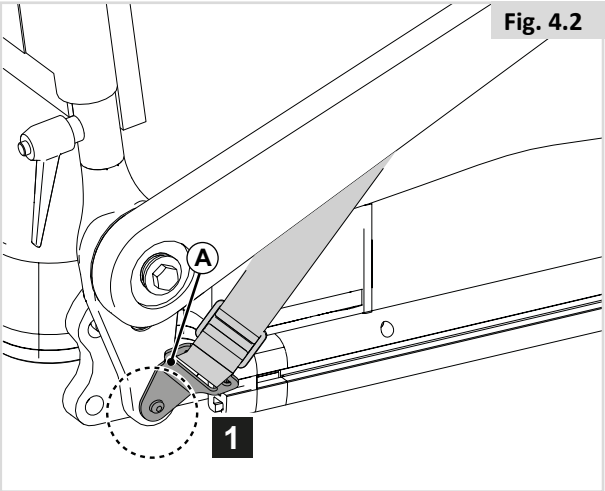

Fig. 4.2
1. Befestigen Sie (A) links und rechts mit einer Schraube am Sitzrahmen. (Fig. 4.2)